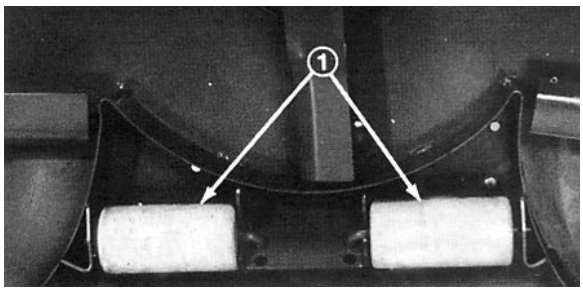

Bild 3
1. Die Splinte entfernen, mit denen die Walzenspindeln an der Unterseite des Schnittwerks abgesichert sind (Bild 3).